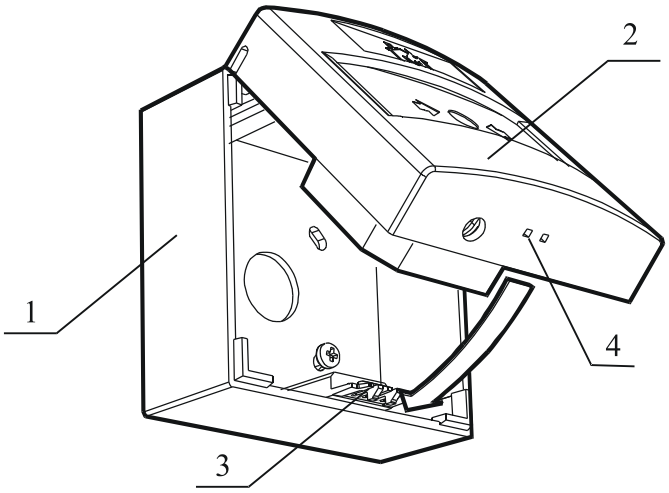

Рисунок 1
3.2 Закрепить основание 1 извещателя двумя шурупами в месте установки извещателя (см. рисунок 1). Установка извещателя допускается только на вертикальные поверхности отверстием для ключа (экстрактора) вниз.